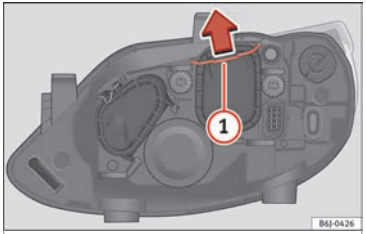

Fig. 184 Dipped beam headlights.
– Move the loop ››› **Fig. 184** (1) in the direction of the arrow and remove the cover.